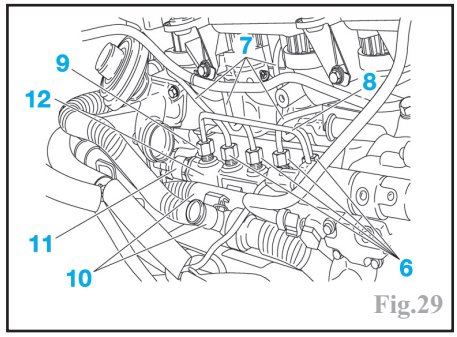

Fig.29
Desserrer les raccords haute pression (6) et (9) (Fig.29).